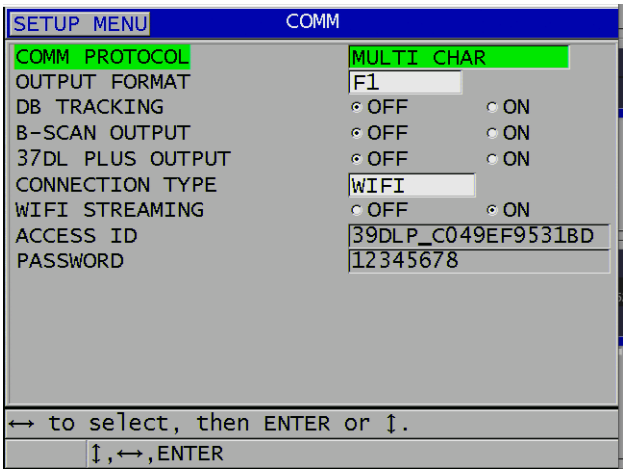

Rysunek 14-5 Konfigurowanie komunikacji Wi-Fi
4. Na ekranie **COMM** (Komunikacja) ustaw opcję **CONNECTION TYPE** (Typ połączenia) na **WIFI** (Wi-Fi) (patrz Rysunek 14-5 na stronie 291).